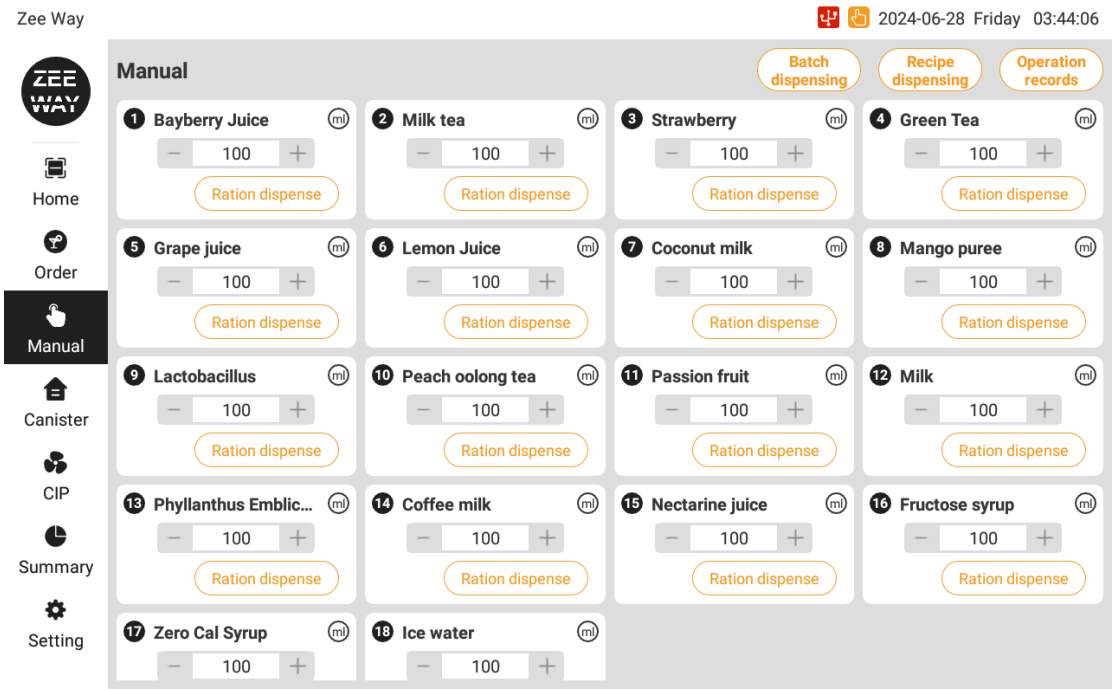

Fig. 4.3.3
b. Manual dispensing by ration quantity: Support quantitative discharge, set the required discharge value, and discharge ingredients with corresponding quantities once (Fig. 4.3.3)